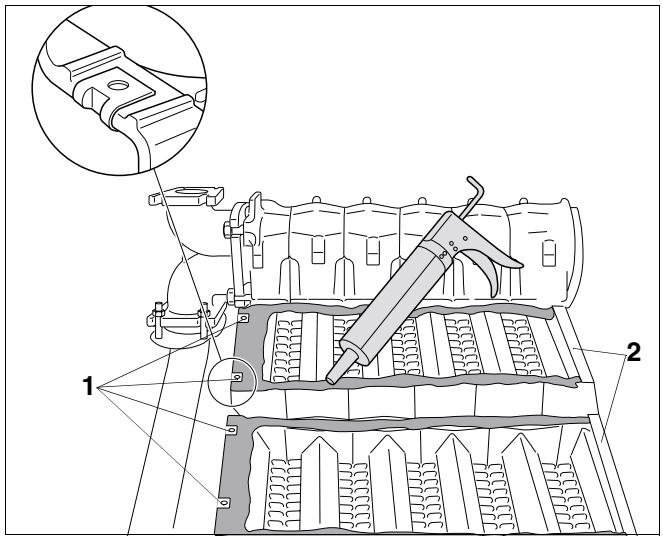

Afb. 33 Clipmoeren en spuitkit aanbrengen
- Plaats de vier clipmoeren (afb. 33, **pos. 1**) op de eindelementen (waterzijdige aansluiting, vooraan).
- Bedek ook de clipmoeren (afb. 33, **pos. 1**) met spuitkit.
- Vul de afdichtinggroef met de bijgeleverde spuitkit op (afb. 33).
Vul de afdichtinggroef van de eindelementen links (afb. 33, **pos. 2**) nog niet op.
- Voor de montage van de trekonderbreker moet de afdichtinggroef van de eindelementen (afb. 33, **pos.** 2, pagina 34) opgevuld worden met spuitkit.